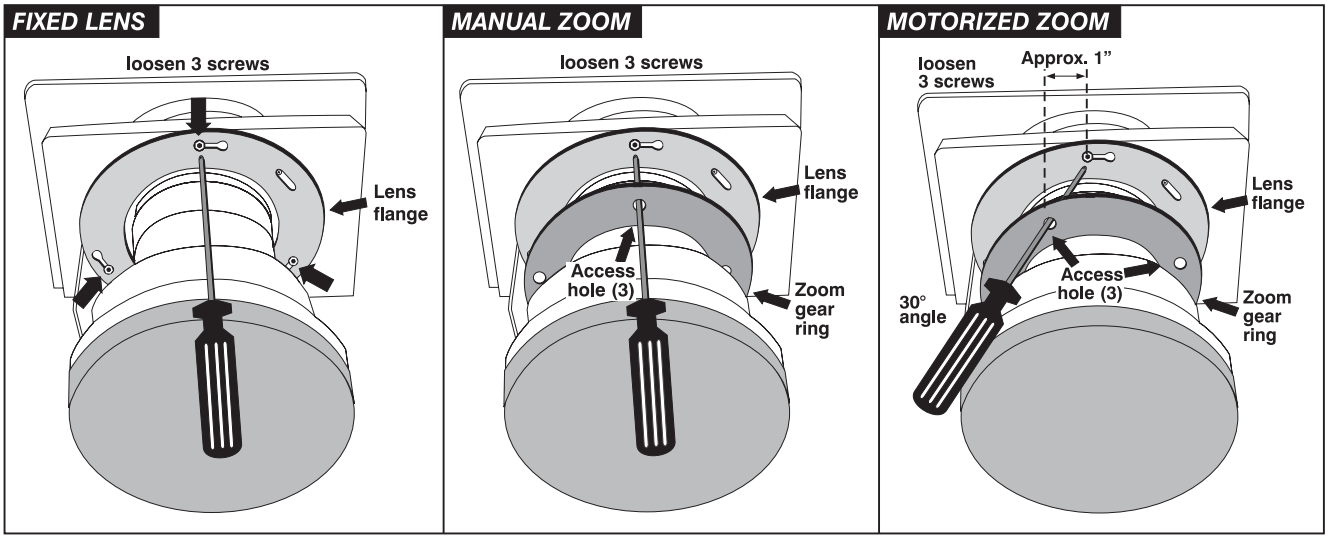

Figure 4.11. Accessing the Lens Mount Screws
Use the hex socket ball driver provided with the projector to loosen the 3 lens mount screws securing the lens flange to the mount–*loosen* these screws only, do not remove. Accessibility is illustrated in Figure 4.11.
- **IF *MANUAL ZOOM* LENS:** Access to the 3 lens mount screws is likely blocked by the toothed zoom ring. Manually rotate the zoom ring until its access holes align with the screws beyond, then insert the hex socket ball driver as shown. See Figure 4.11.
- **IF *MOTORIZED ZOOM* LENS:** As shown in Figure 4.11, the 3 access holes on the zoom gear will be "skewed" away from the lens mount screws (see *Before You Begin* instructions). Insert the hex socket ball driver through the holes at approximately 30° to access each screw. Aim *down* for 4 o'clock screw, aim *up* for 8 o'clock screw.
Secure the 3 lens mount screws. Refer back to *Figure 4.11. Accessing the Lens Mount Screws*—note 30° angle of hex driver required to secure a motorized zoom lens.